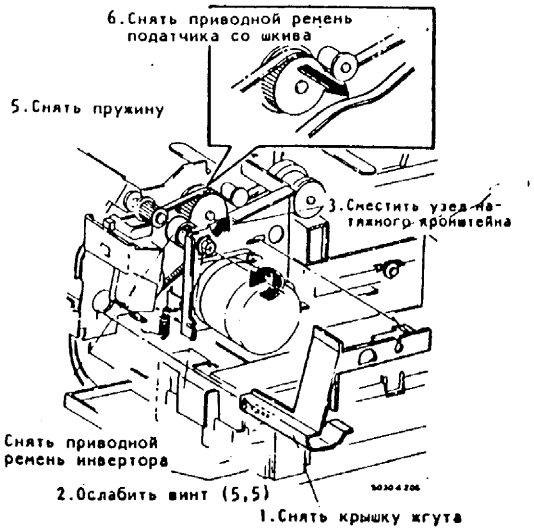

Рис.1. Снятие ролика отвода оригинала (№ 2)
3. (Рис.1, Рис.2): Снять ролик отвода оригинала (№ 2).